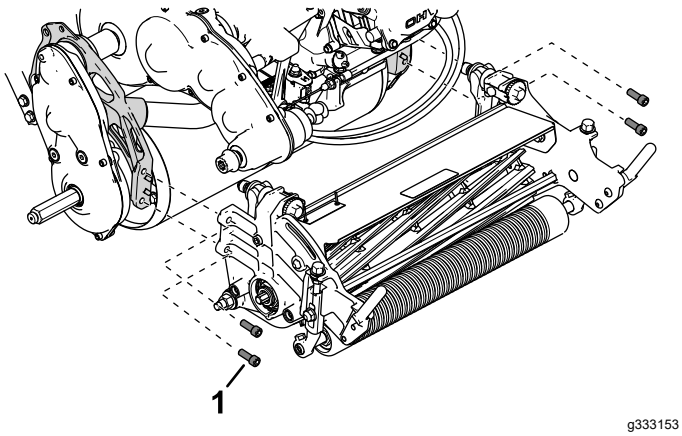

**Figuur 44**
5. Gebruik 4 inbusschroeven om de maai-eenheid te bevestigen aan het frame (Figuur 44).